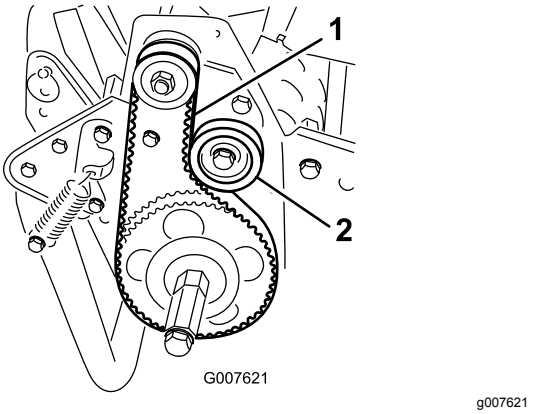

Figuur 44
2. Controleer de spanning door de riem midden tussen de poelies (Figuur 44) in te drukken met een kracht van ongeveer 2 kg (18 tot 22 N).
A. Maak de montagemoer van de spanpoelie los en draai de spanpoelie rechtsom tegen de achterzijde van de riem totdat de riem de vereiste spanning heeft (Figuur 44).